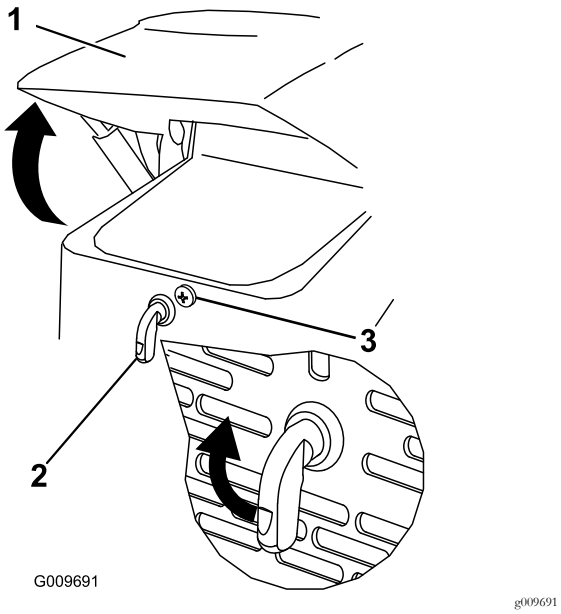

Figur 30
1. Lossa motorhuvens låsskruv (Figur 30)
2. Vrid motorhuvsspärren medurs (Figur 30).
3. Sväng upp huven (Figur 30).
3. Dra åt motorhuvens låsskruv och fäst spärren (Figur 30).